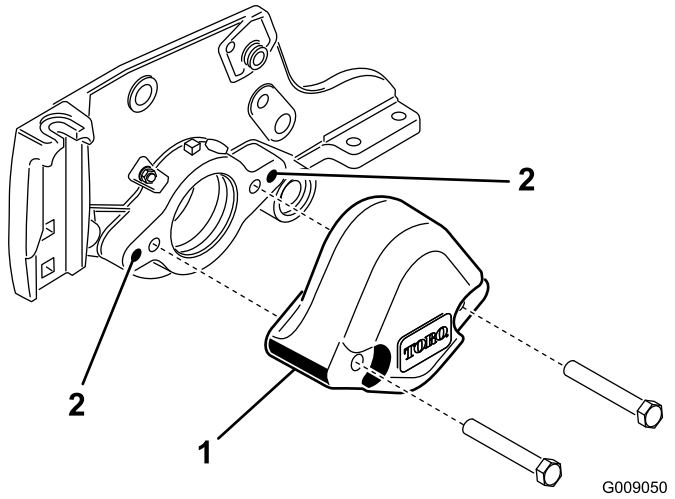

Figure 5
3. Remove the 2 bolts securing the counterweight to the left end of the cutting unit. Remove the counterweight (Figure 5).
4. Using a 3/8-16 tap, remove the paint in the outer mounting holes in the side-plate (Figure 5).